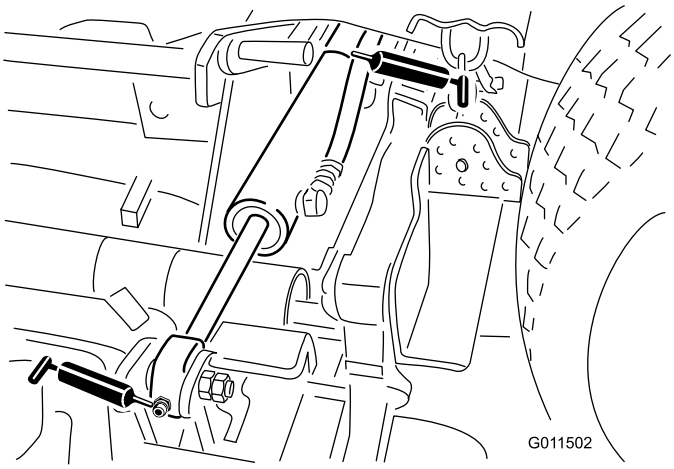

Figura 48
Cilindro de elevação lateral (4) (Figura 48)